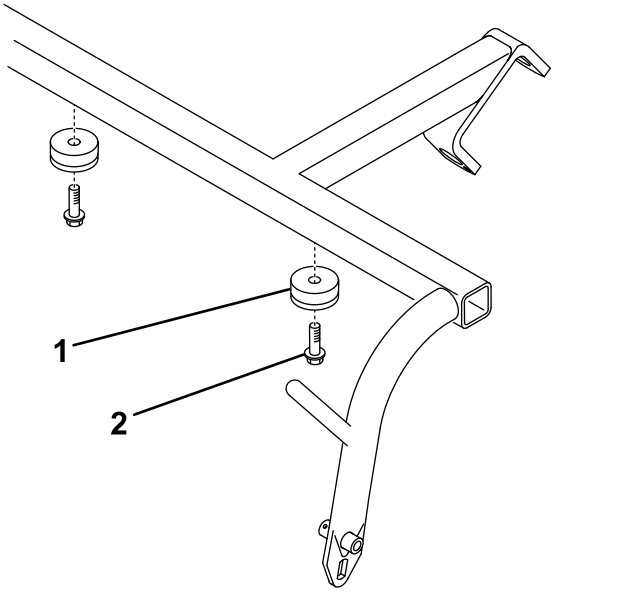

Figuur 3
5. Bevestig 2 buffers op de onderkant van het trekframe; gebruik hiervoor 2 zelftappende schroeven (Figuur 3).